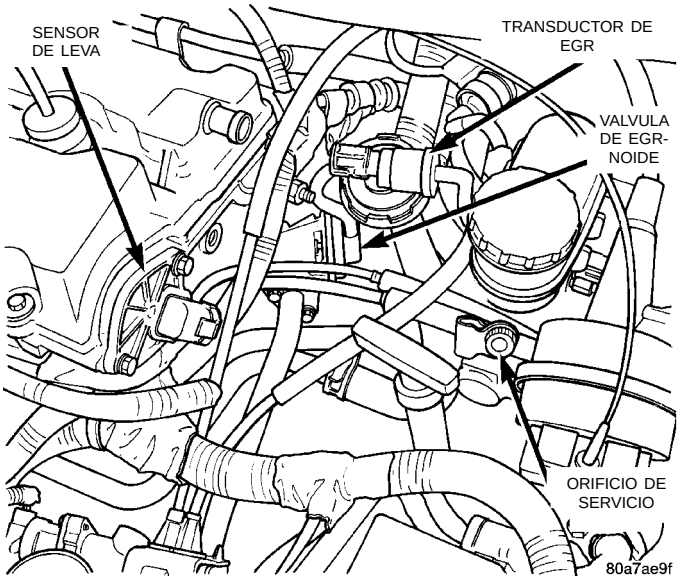

Fig. 43 Transductor electrónico de EGR
(16) Verifique el conector eléctrico del Transductor electrónico de EGR. Verifique que no haya fugas en las mangueras de vacío y contrapresión del transductor (Fig. 43).